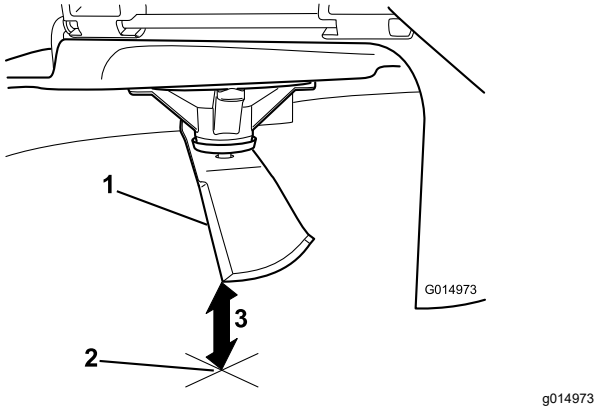

Figur 77
5. Mål fra knivtuppen til den flate overflaten (Figur 77).